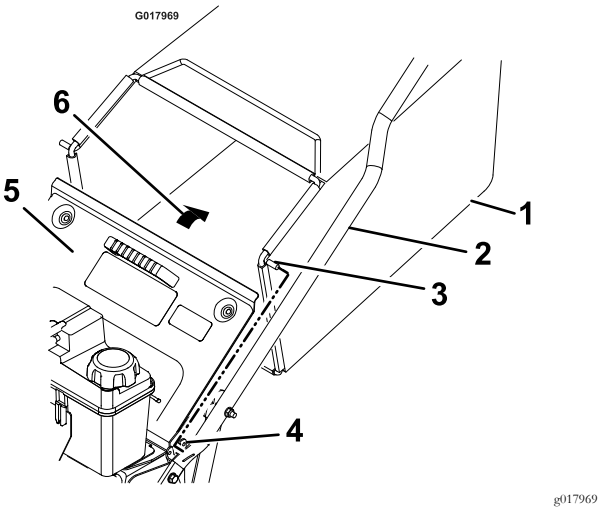

Figure 17
4. Grasp the handle on the bag and set the rear of the bag frame onto the handle bracket notch (Figure 17).